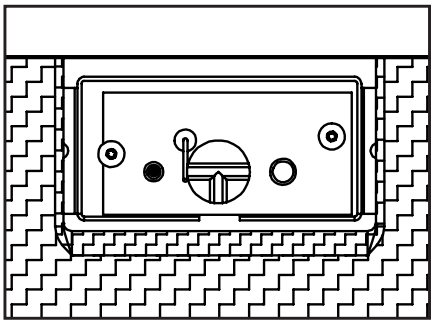

Figure 15. Ignitor assembly glass burner.
8. Reinstall the burner, porcelain panels, bowl, glass material, and glass door. Also refer to INSTALLATION - FIREBOX LINER & BURNER TRAY REMOVAL/INSTALLATION in your Owner's Manual. When re-installing the burner, ensure that the burner to pilot hood relationship is similar to what is shown in Figure 15.